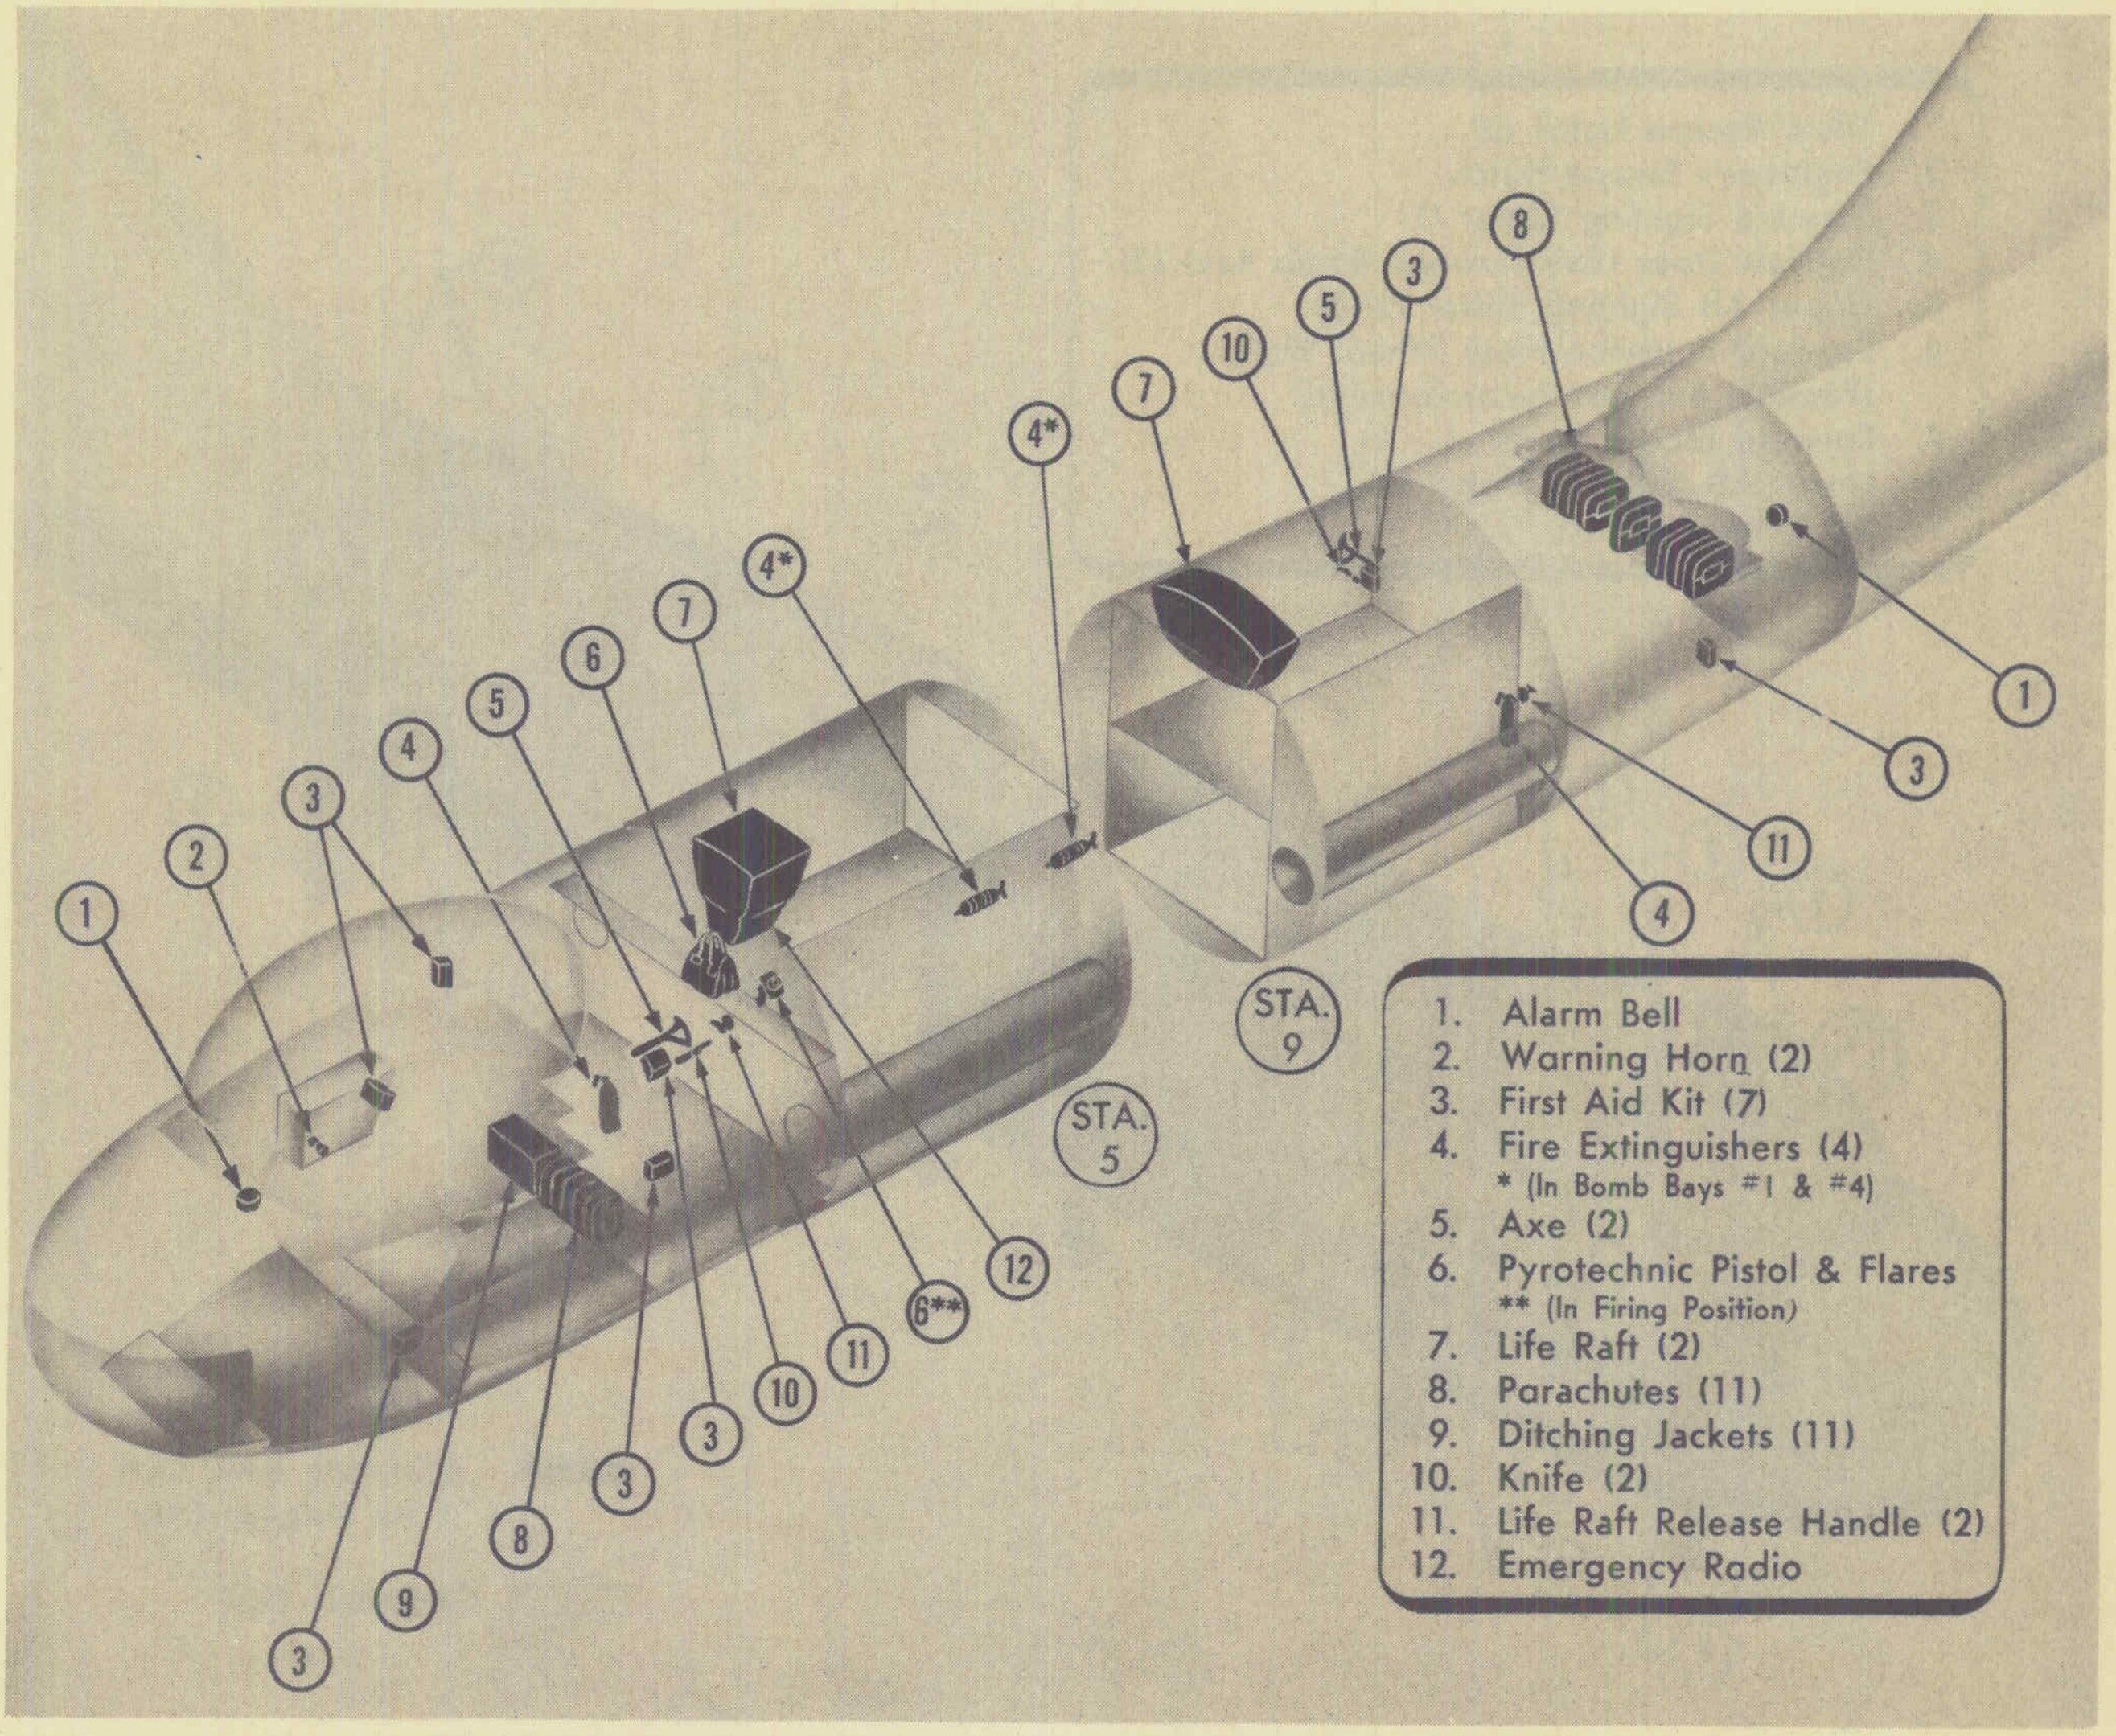

Figure 3-2. Miscellaneous Emergency Equipment
i. Crew—Hand fire extinguishers. (See figure 3-2.)